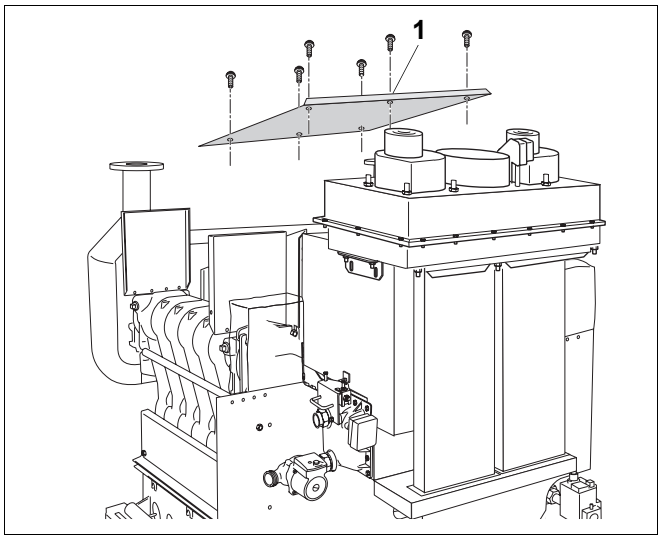

Rys. 66 Montaż pokrywy wyczystkowej kolektora spalin
- Nałożyć pokrywę wyczystkową (rys. 66, **poz. 1**) i luźno przykręcić śrubami mosiężnymi M6 × 16 z podkładkami do ścianki rozdzielającej i ścianek bocznych.